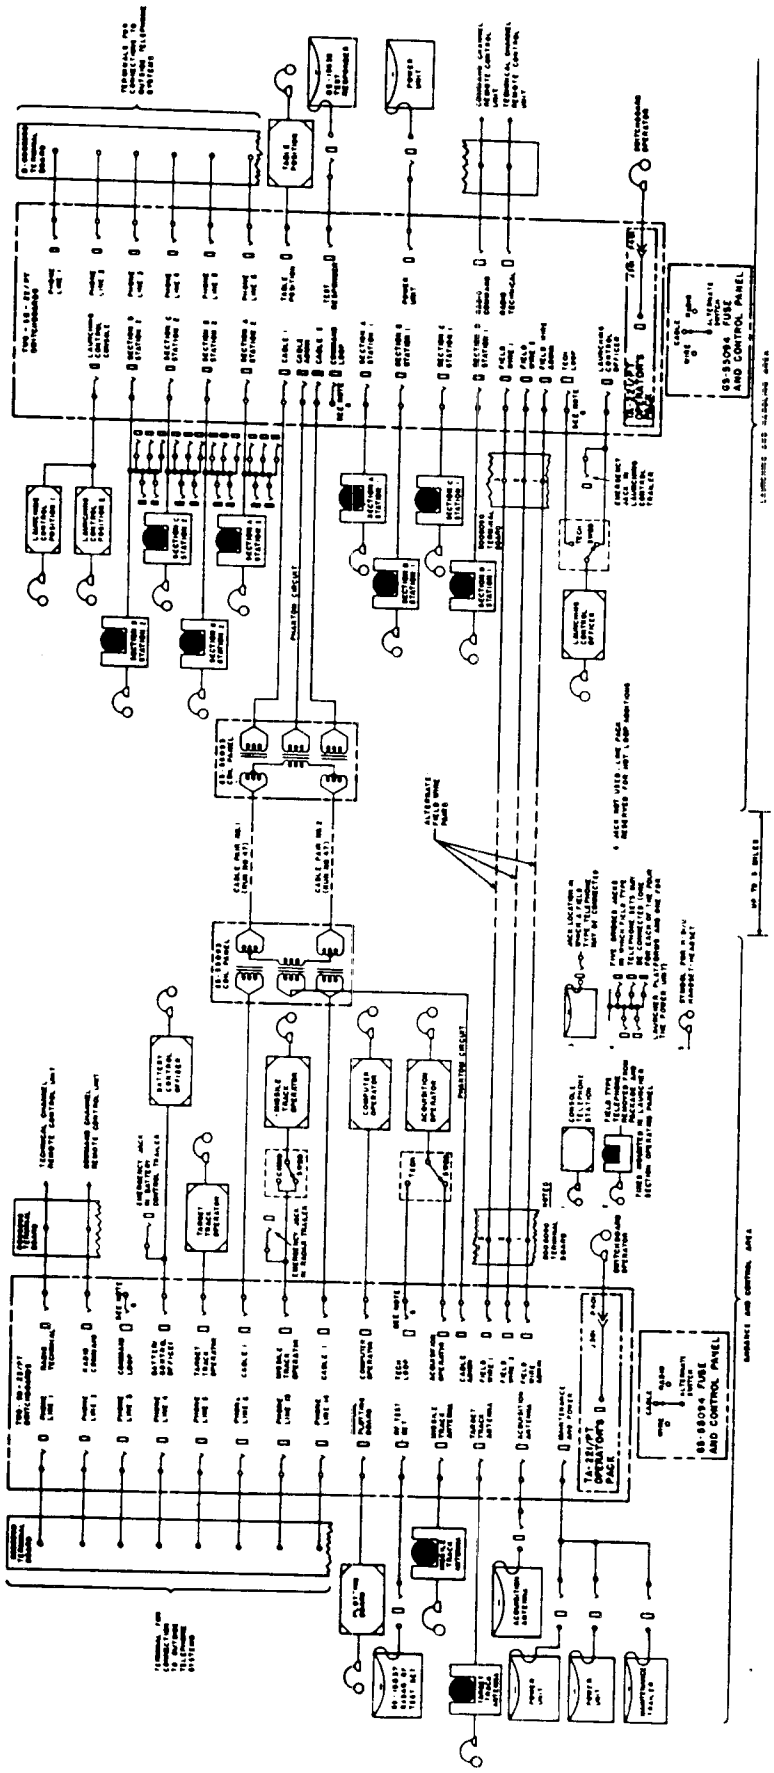

*Figure 108. Voice communication system white alert status.*
## 102. Battery Control Trailer Switchboard Lines (figs. 108 and 109)
(figs. 108 and 109)
*d. Radio Net* (figs. 108 and 109). The radio net is to be used in event both the cable-carried and field wire nets become inoperative. Two radios, each containing two transmitters and two receivers, are provided at the battery control and the launching control trailers. Connections are made to the switchboards through the remote radio control units. The radio sets are attended by the radio operators. One radio net carries command hot loop information, the other technical hot loop information. When the interarea cable and field wire runs are inoperative, the radio link is established between the battery control trailer and the launching control trailer. Communications within the launching area continue to use the launching area field wire or cable-carried net. When the launching control trailer is out of action, the radio operator at the launching control trailer radio must remove the launching control trailer communication pairs from the LINE binding posts on both of the remote control units and replace the lines with two field wire pairs from each section on each control unit. The field wire pairs terminate on the other end in the telephone station at the
launching section control cabinet. This net establishes hot loops provided the alert status switch on the launching section control panel is manually switched to the yellow, blue, or red alert position. The radios shown in figures 108 and 109 are not necessarily those to be used by the battery, and are shown for illustrative purposes only.